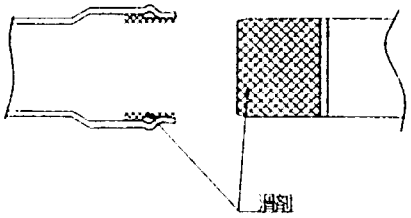

図2
①ゴム輪型
2) 受口のゴム輪内面及び挿し口に滑剤を塗布してください。塗布後は土や砂が付かないようにしてください。（図2）